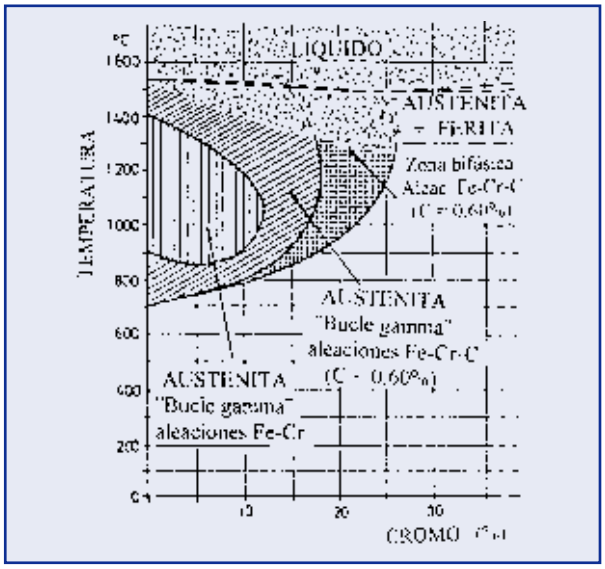

Figura 4. Influencia del contenido de carbono (%) sobre las aleaciones hierro-cromo (Fe-Cr).
El **carbono** (C), elemento gammágeno, amplía considerablemente el campo de estabilidad de la austenita en las aleaciones hierro-cromo (Fe-Cr); **figura 4**. Los efectos más destacados del carbono son: (1) aumento considerable de la dureza de la martensita de temple; (2) disminuye, al mismo tiempo, la ductilidad y tenacidad del acero templado cuando se utilizan aceros de contenido alto en carbono. El carbono produce, también, una fuerte bajada en la temperatura del punto de transformación Ms y, en consecuencia, cuando los contenidos de carbono son muy altos, resulta difícil obtener después en el temple, una estructura libre de austenita retenida.